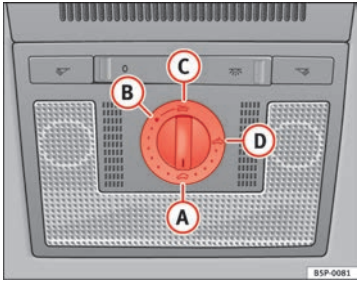

Abb. 68 Ausschnitt aus Dachhimmel: Drehschalter Schiebe-/Ausstelldach
– Drehen Sie den Drehschalter in Stellung (A) ⇒ Abb. 68 ⇒ ⚠.